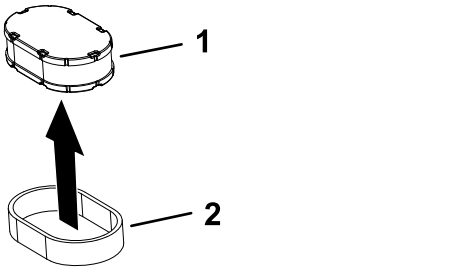

Rysunek 39
5. Wyjmij wkład piankowy z wkładu papierowego (Rysunek 39).